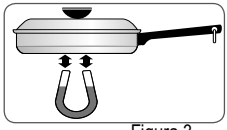

Figura 3
Quando estiver comprando as panelas, procure aquelas identificadas pelo fabricante para uso em cooktops de indução. Se você não tiver certeza, use um imã para verificar se o tipo de panela é adequado. Se o imã grudar no fundo da panela o tipo de material está correto para uso em cooktop de indução (Figura 3).
• Use panelas feitas com o tipo de material correto para cooktop de indução (Figura 3).